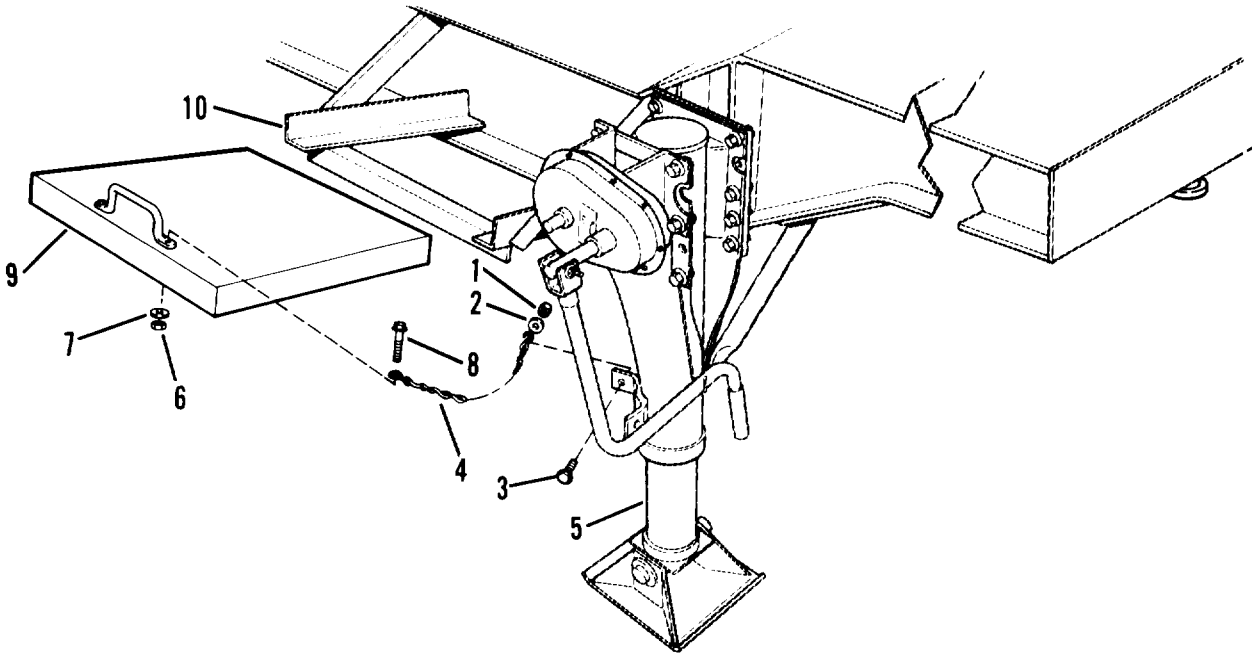

Figure 4-54. Float pad
(1) Remove nut (1, figure 4-54), washer (2) and screw (3) from end of chain (4) attached to landing leg (5).
(2) Remove nut (6), washer (7) and screw (8) from float pad (9). Remove chain (4).
(3) Remove float pad (9) from bracket (10).
(1) Install float pad (9, figure 4-54) in bracket (10).
(2) Position chain (4) on float pad (9) and secure with screw (8), washer (7) and nut (6).
(3) Position other end of chain (4) on landing leg (5). Secure chain (4) with screw (3), washer (2) and nut (1).